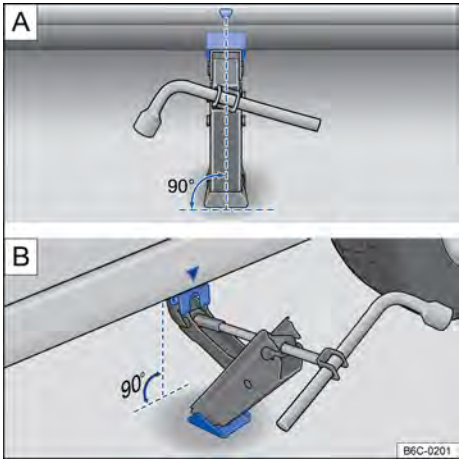

Fig. 202 Puntos de apoyo del gato y gato posicionado atrás en el lado izquierdo trasero del vehículo.
10. Garantizar que la base del gato, con toda su superficie, esté sobre el piso y que la base se encuentre perpendicularmente por debajo del punto de colocación → fig. 202 A e B.
11. Alinear el gato y, simultáneamente, levantar la garra del gato hasta que se encaje en el travesaño debajo del vehículo → fig. 202 A y B.
- Posicionar el gato únicamente en los puntos indicados. La garra del gato debe encajarse en el perfil del larguero de forma segura → fig. 202 A y B.